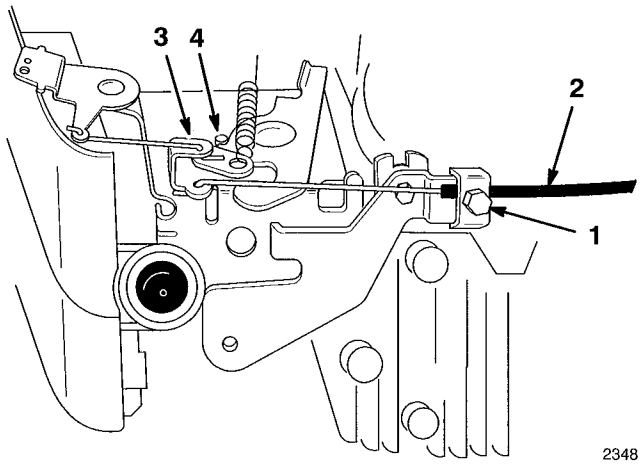

Figure 30
2. Screw (2)
3. Loosen cable clamp screw until throttle cable slides (Fig. 30).
5. Move throttle cable until throttle lever contacts stop (Fig. 30).
7. Reinstall engine cover with (2) screws. Torque screws to 8-10 in.-lbs. (.9-1.1 N·m)